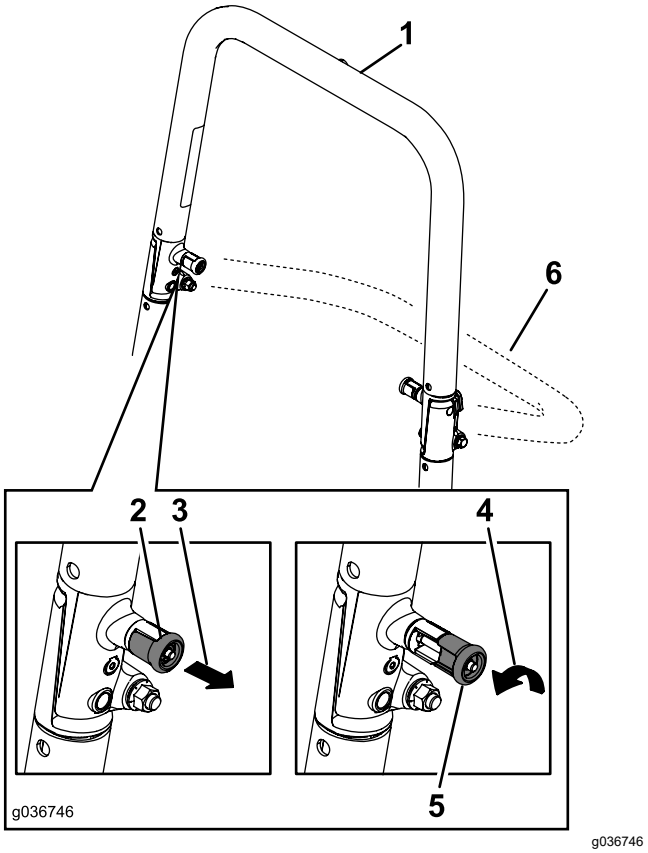

**Figuur 8**
2. Trek de beide knoppen uit en draai ze 90° zodat ze niet meer ingeschakeld zijn (Figuur 8).
3. Klap de rolbeugel omlaag (Figuur 8).
1. Klap de rolbeugel uit naar de bedrijfsstand en draai aan de knoppen tot ze gedeeltelijk in de groeven gaan (Figuur 8).
2. Breng de rolbeugel volledig omhoog terwijl u tegen het bovenste gedeelte van de rolbeugel duwt. Hierdoor klikken de pennen op hun plaats zodra de openingen met de pennen zijn uitgelijnd (Figuur 8).